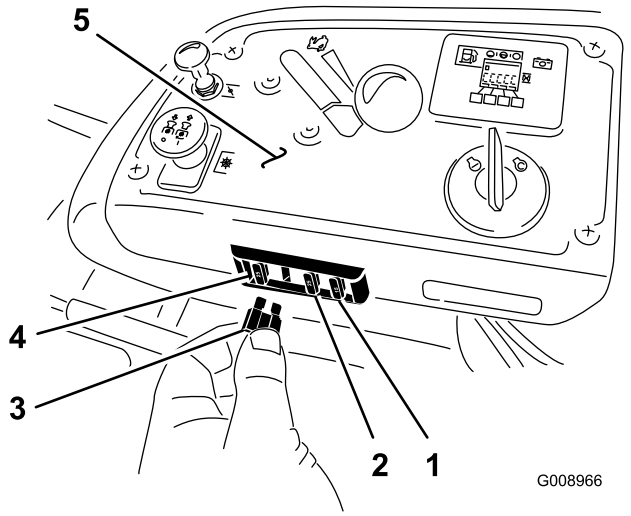

Figur 60
1. Säkringarna sitter på konsolen till höger om sätet (Figur 60).
3. Sätt i en ny säkring (Figur 60).